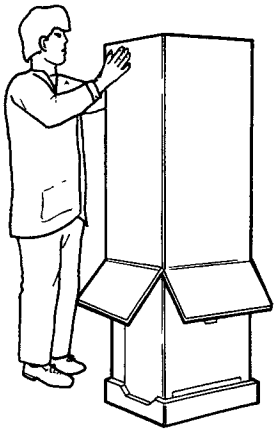

Fig. 9
5.2.1 The appliance carton *containing* *(fig 9):*
5.3.1 Open the top of the carton (fig. 9).